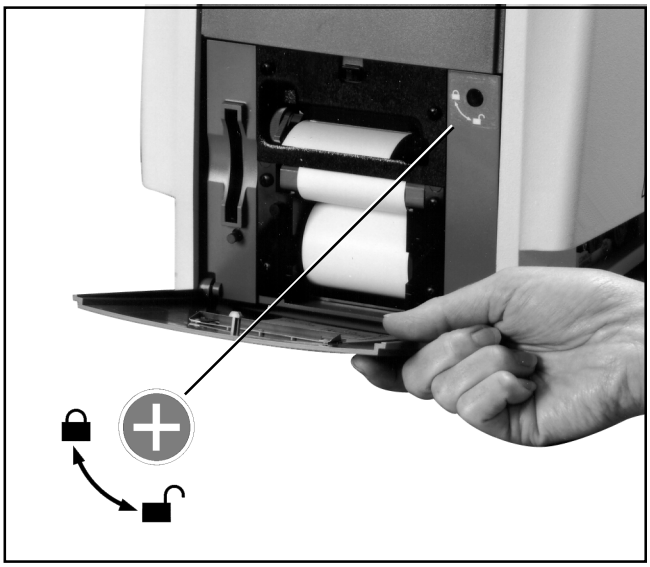

Figure 6, Travel Lock
- Insert the Screwdriver (phillips-head) into the Travel Lock hole and locate the travel lock screw. Refer to Figure 6.